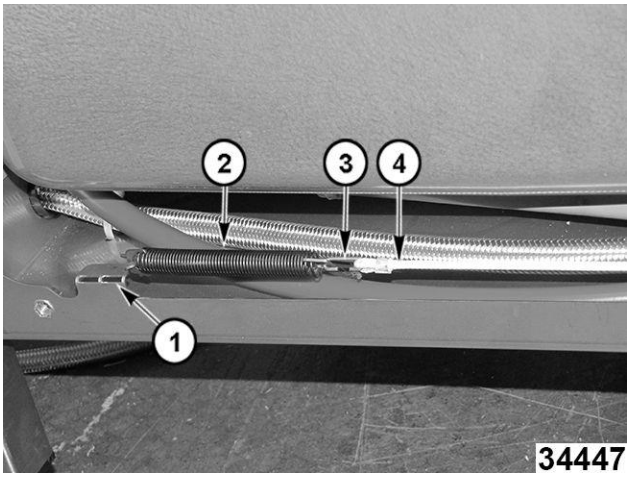

Fig. 152
3. Desconecte el resorte (2, Fig. 152) del soporte de la guía inferior (1, Fig. 152).